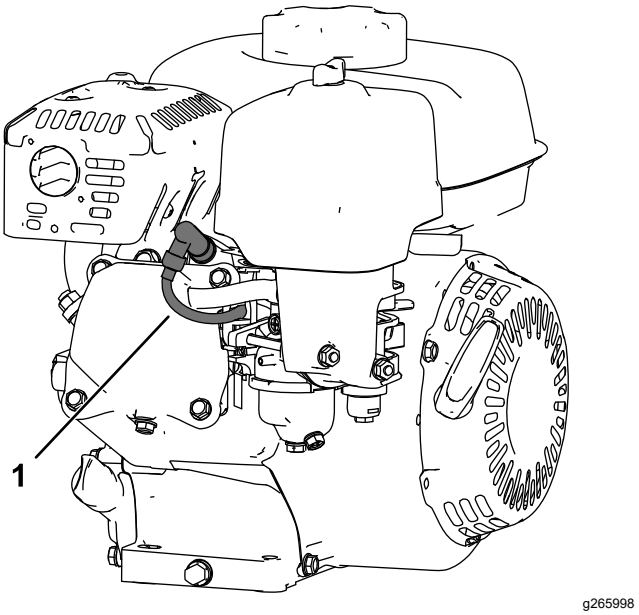

Figuur 23
5. Maak de bougiekabel los (Figuur 23).